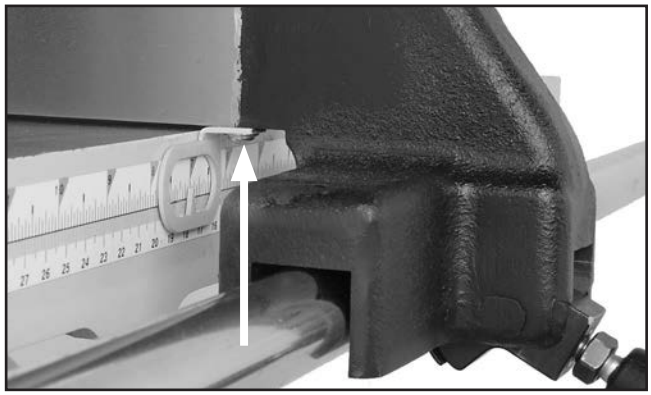

Figure 42. Fence pointer adjustment screw.
3. Loosen the pointer adjustment screw (see **Figure 42**) and set the pointer in line with "0" and the measurement scale on the table.